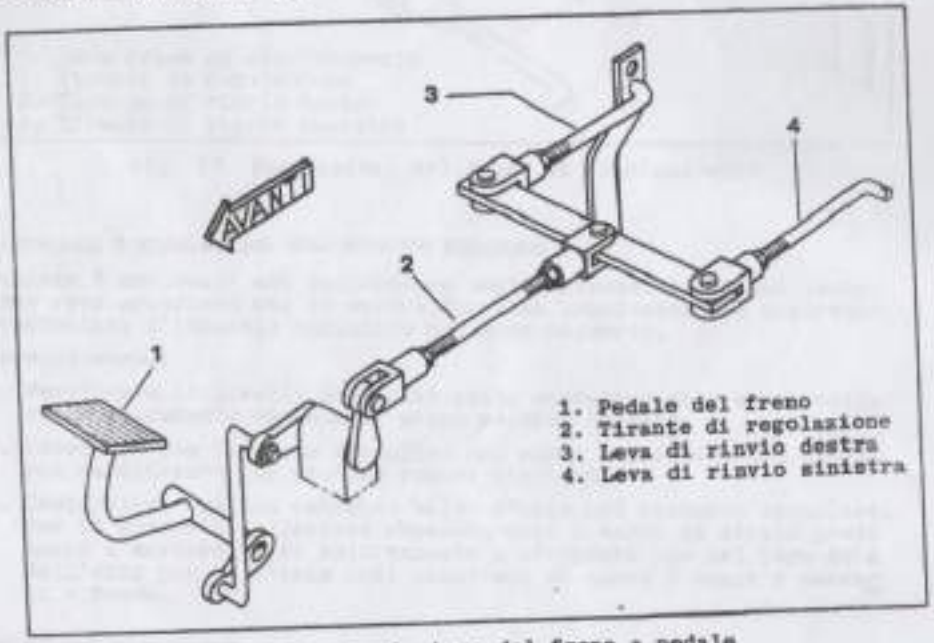

Fig. 15. Regolazione del freno a pedale
In caso di slittamento dei freni o se la corsa a vuoto del pedale freno diviene eccessiva, cioè supera i 15 mm, agire sull'apposito tirante (fig. 15 particolare 2) riducendo la corsa a vuoto ad un massimo di 15 mm.
freni agendo sugli appositi tiranti (vedere fig. 15 particolari 3 e 4). Allungare il tirante (3) quando durante la frenata la macchina tende verso destra, allungare il tirante (4) quando la macchina tende verso sinistra.